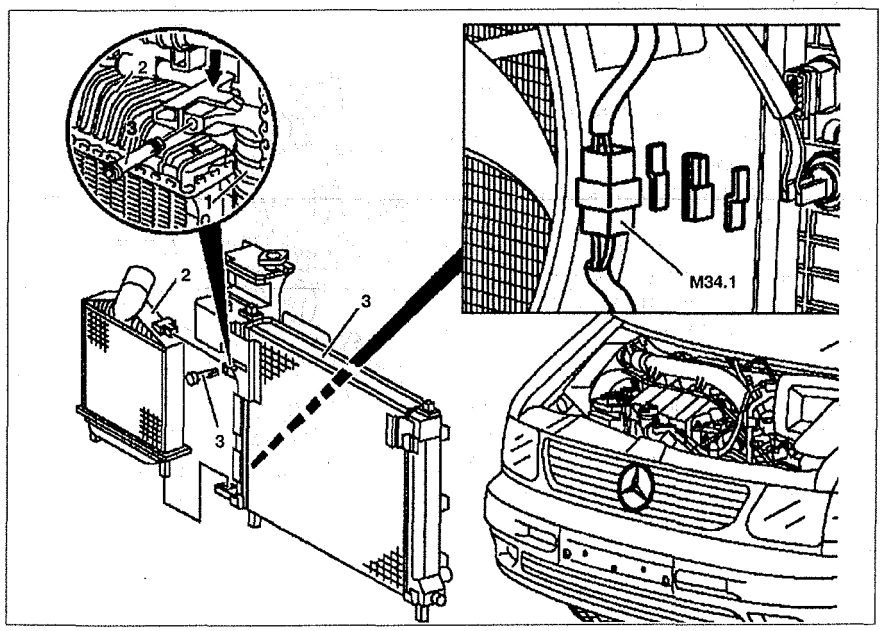

Рис. 5.47. Интеркулер (радиатор охлаждения сжатого воздуха):
3. Снимите радиатор системы охлаждения **1** (см.рис.5.47).